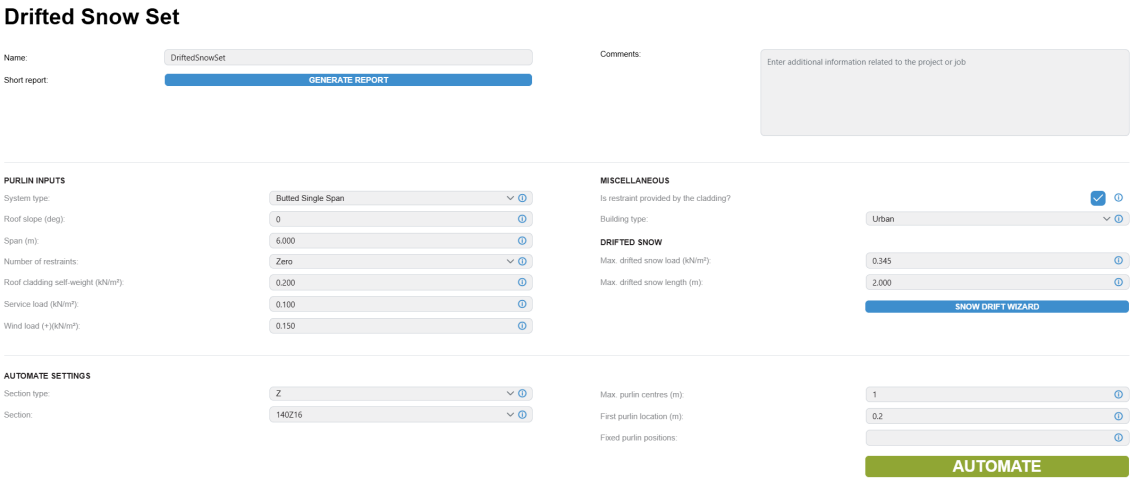

Figure 5.12: Drifted snow across centres purlin set - Initial inputs
- **Step 1**: As for the “Standard” Design sets, users must provide the Design set and purlin related inputs first (see Figure 5.12).